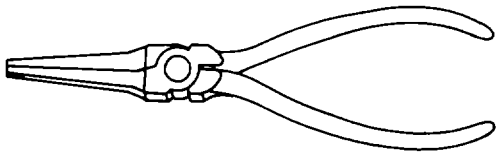

Figure 4-44. Flat-Nose Pliers
(4) *Flat-nose pliers*. The flat-nose pliers have flat serrated jaws, a fixed pivot, and curved handles which may have insulated sleeved. These pliers are used to bend light sheet metal and wire, and are shown in figure 4-44.